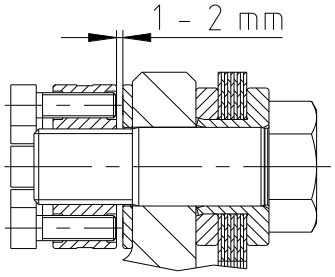

rysunek 26:
- Śruby dociskowe nie mogą od strony dociskanej wystawać z nakrętki zaciskowej (patrz rysunek 26).
- Następnie odkręcić nakrętkę zaciskową tak, aby powstała szczelina 1 - 2 mm (patrz rysunek 26).